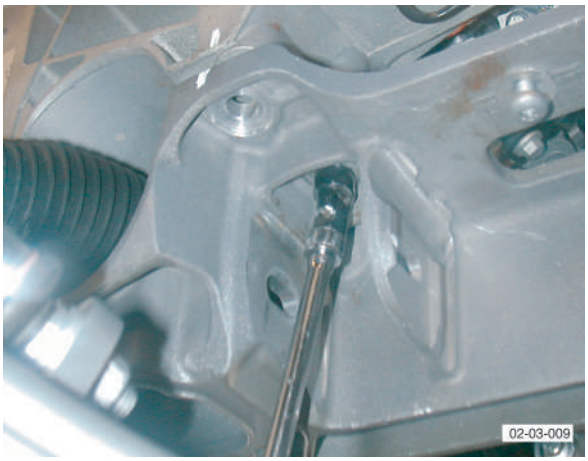

Fig. 6
31. Position trolley, support subframe, remove bolts (x12) and raise vehicle (see Fig. 6).